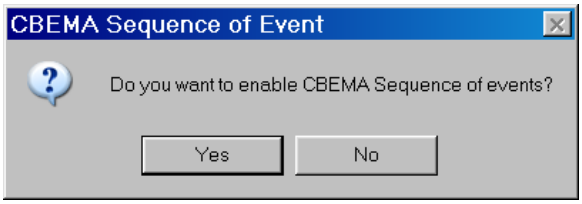

Figure 4-50 CBEMA Sequence of Event Enable Confirmation Screen
7. Select **Save**, TapTalk® will display a "Do you want to enable CBEMA Sequence of events?" confirmation screen (Figure 4-50).